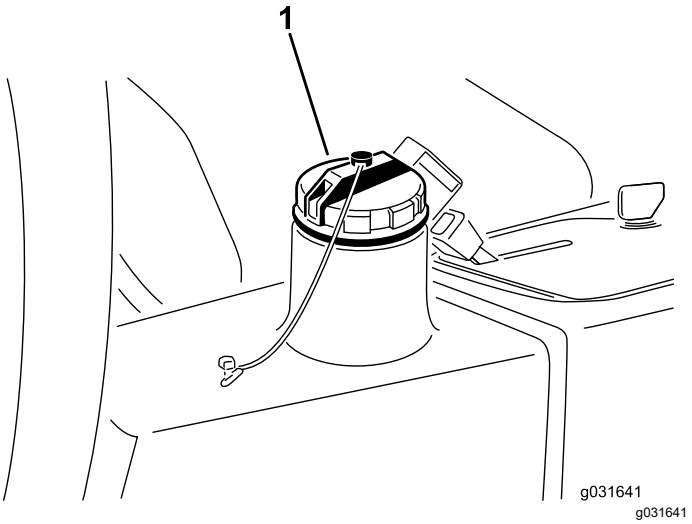

Figura 66
4. Riempite il serbatoio idraulico (Figura 66) con circa 13,2 litri di fluido idraulico; fate riferimento a Specifiche del fluido idraulico (pagina 54) e Controllo del livello del fluido idraulico (pagina 54).